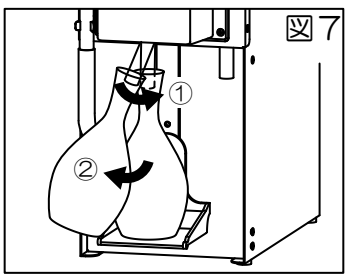

図7
1. 加熱ランプが消えたら、銚子にノズルを差し込んで押し込むようにして銚子台に置いてください。(図7-①)
2. 採酒ランプが消えましたら採酒完了ですのでノズルを引くようにして銚子を取り出してください。(図7-②)